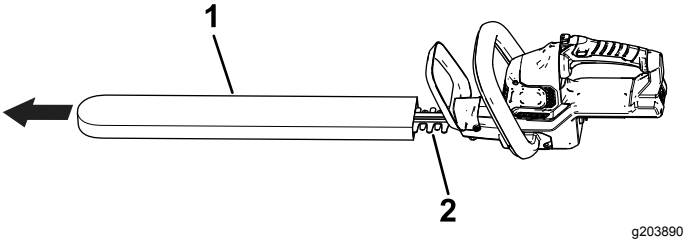

Figur 3
1. Ta bort skyddet från knivarna (Figur 3).